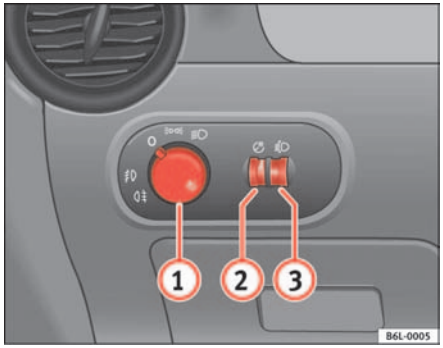

Fig. 56 Detail of the dash panel: Switch for lights, fog lights and rear fog light
– Turn the light switch ⇒ fig. 56 to position ≣D.